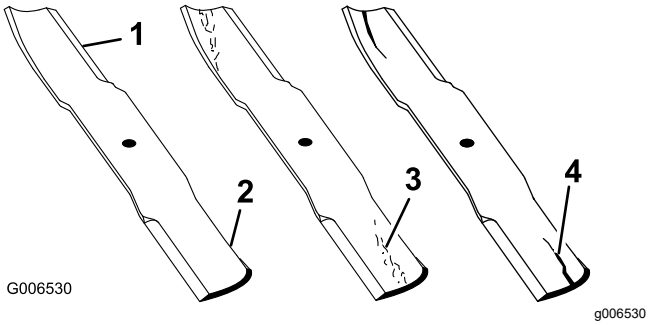

**Figur 73**
1. Efterse skærekanterne (Figur 73).
4. Hvis skæreknivene er beskadiget eller slidt, eller hvis der er antydning af en revne i dette område, skal der straks monteres nye skæreknive (Figur 73).